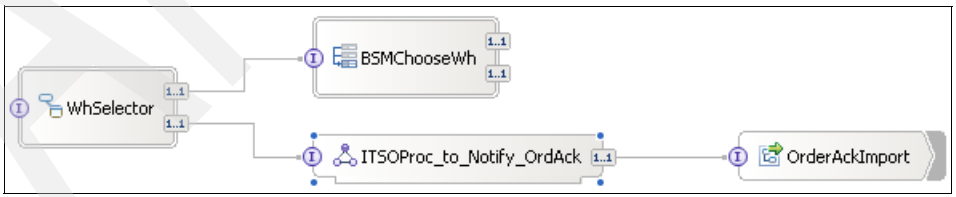

Figure 11-41 Assembly diagram with the wired interface map
b. Right-click **ITSOProc_to_Notify_OrdAck** and select **Wire to Existing**. Figure 11-41 shows the assembly diagram after completing these steps.